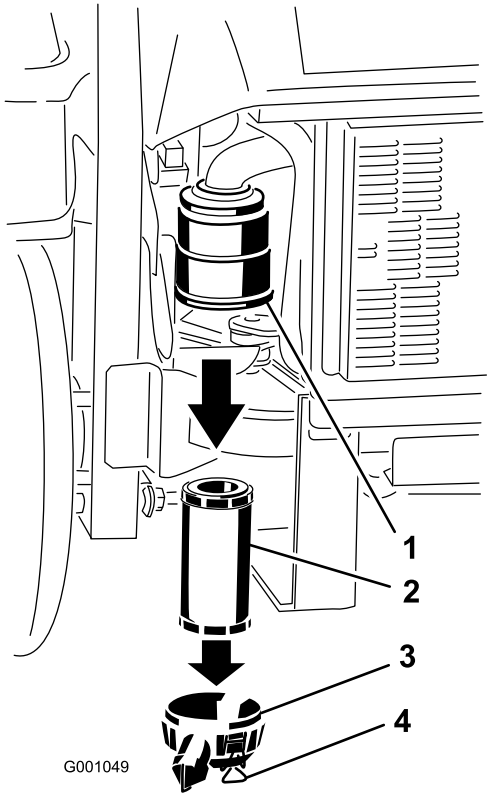

Figur 35
3. Lossa spärrhakarna på luftrenaren och dra av luftrenarkåpan från luftrenarhuset (Figur 35).
5. Dra försiktigt ut filtret ur luftrenarhuset (Figur 35). Undvik att knacka filtret mot sidan på luftrenarhuset.